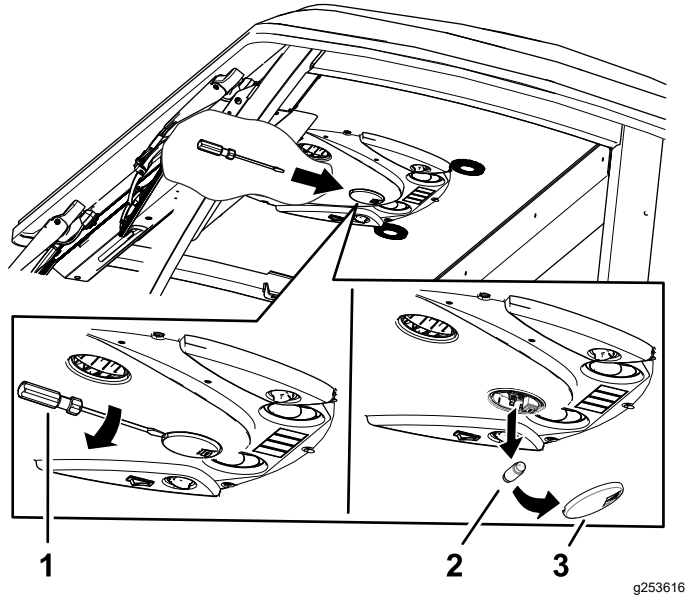

Figura 85
1. Utilice un destornillador para retirar la lente de la luz del panel de control. (Figura 85).
2. Retire la lámpara de la base (Figura 85).